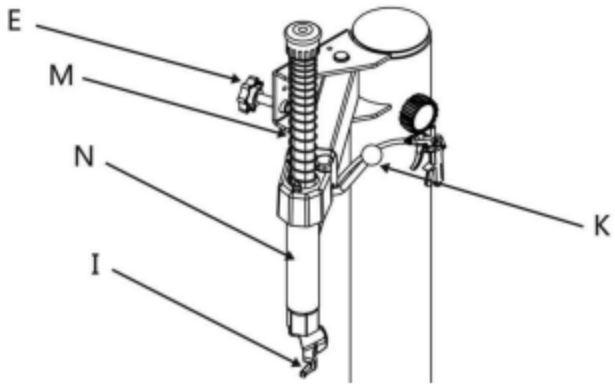

Figure 14
✧ Lower operating arm (M), until the disassembly head (I) is supported on the rim of the rim, lock it with the lock handle (K). In this process, as shown in figure 8-b, figure 8, the operating arm (M) is locked in a fixed position in the vertical direction, and the head (I) is moved to the top of the rim of the 2-3.5mm. Once the operating arm is locked in the vertical direction, As shown in Figure 14, you must use the left hand wheel (E) which is on the horizontal swing arm (N) to remove the rim of the head (I) (about 2-3.5mm).